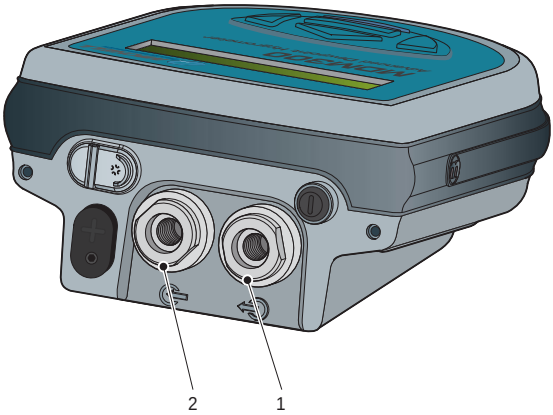

Figure 3.2 *Gas port adaptors*
The accessory pack contains a large orifice adaptor. The remaining adaptors are inserted into the instrument's gas ports (1 and 2) as shown in *Figure 3.2.*
3.5 Instrument Gas Connections (Figures 3.2 and 3.4)
Sample gas connections are made via the Gas In (2) and Gas Out (1) ports located on the rear of the instrument as shown in *Figure 3.2*.